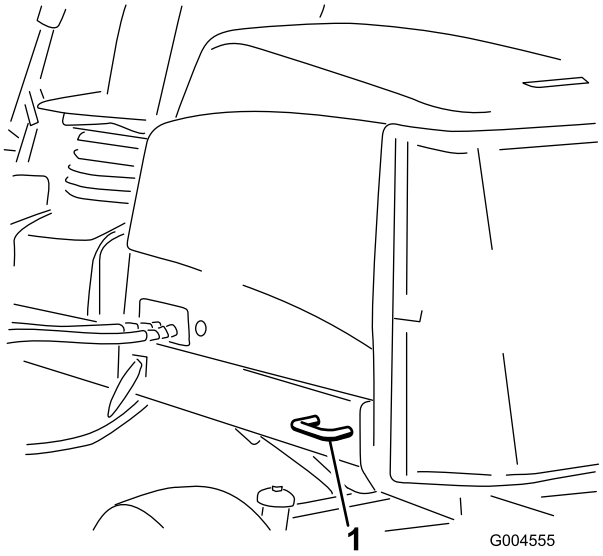

Figuur 39
- Achter – Beide zijden van het achterframe van de machine (Figuur 39).